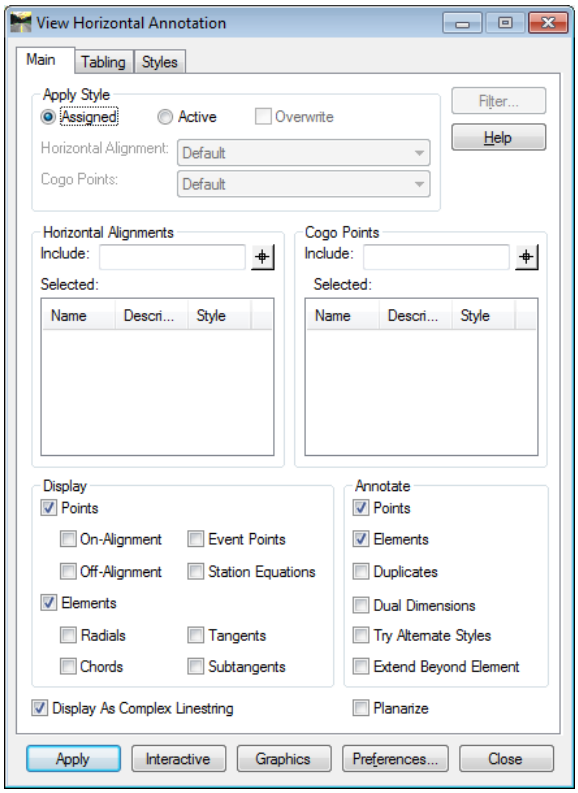

Figure L3-1 View Horizontal Annotation
7.	**Open the View Horizontal Annotation Command** • In InRoads, select **Geometry ►View Geometry ► Horizontal Annotation**. The **View Horizontal Annotation** dialog opens as shown in *Figure L3-1*.